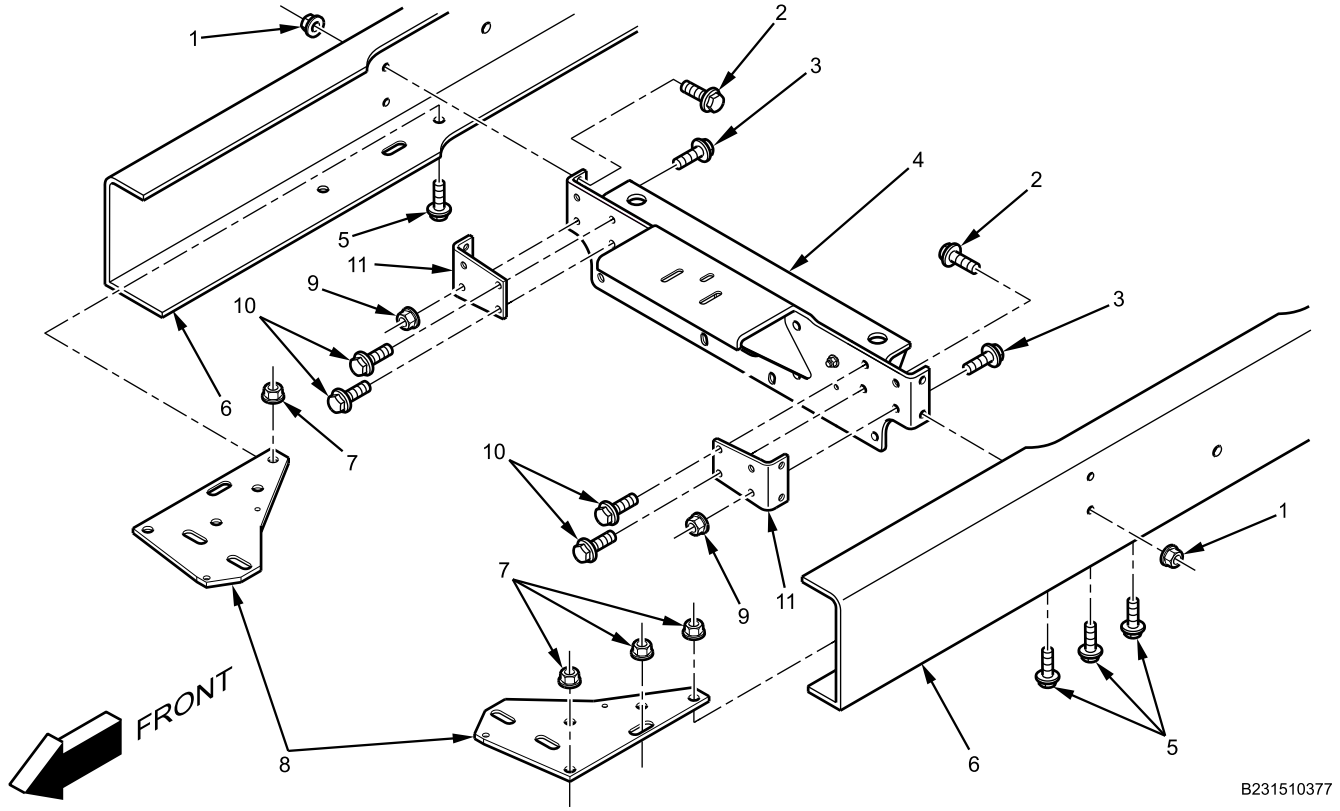

Figure 6. Radiator Support Crossmember.
1. Install two radiator support crossmember braces (Figure 6, Item 8) on frame rails (Figure 6, Item 6) with six bolts (Figure 6, Item 5) and nuts (Figure 6, Item 7) and tighten securely.
2. Install two radiator support reinforcements (Figure 6, Item 11) and radiator support crossmember assembly (Figure 6, Item 4) on frame rails (Figure 6, Item 6).
3. Install four bolts (Figure 6, Item 2) and nuts (Figure 6, Item 1) to radiator support crossmember (Figure 6, Item 4). Do not tighten.
4. Install four bolts (Figure 6, Item 3) and nuts (Figure 6, Item 9) to radiator support crossmember (Figure 6, Item 4). Do not tighten.
5. Install four bolts (Figure 6, Item 10) on radiator support reinforcements (Figure 6, Item 11) and tighten securely.
6. Tighten four radiator support reinforcement nuts (Figure 6, Item 9) and bolts (Figure 6, Item 3) securely.
7. Tighten four radiator support reinforcement nuts (Figure 6, Item 1) and bolts (Figure 6, Item 2) securely.